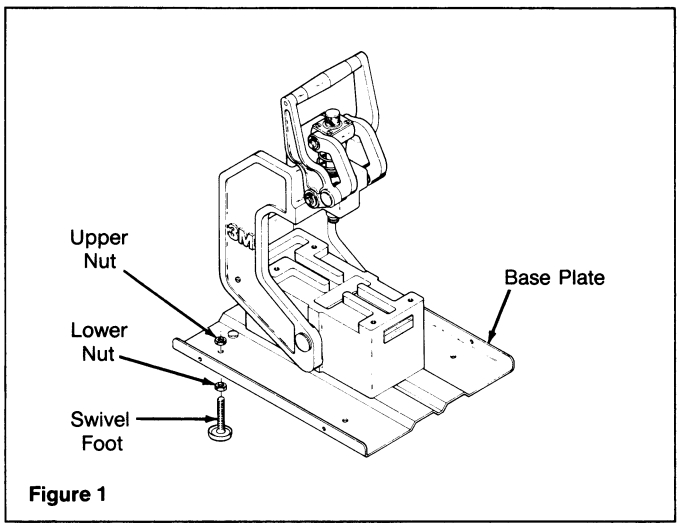

Figure 1
2. For those desiring the machine to angle forward, install the two swivel feet in the rear shipping screw holes. Adjust the lower nuts for height, and tighten the upper nuts against the base plate, (Figure 1), **OR,**
If the operator desires the machine to be anchored, use the four shipping screw holes (Figure 1), and screw or bolt the base plate to the work surface, **OR,**